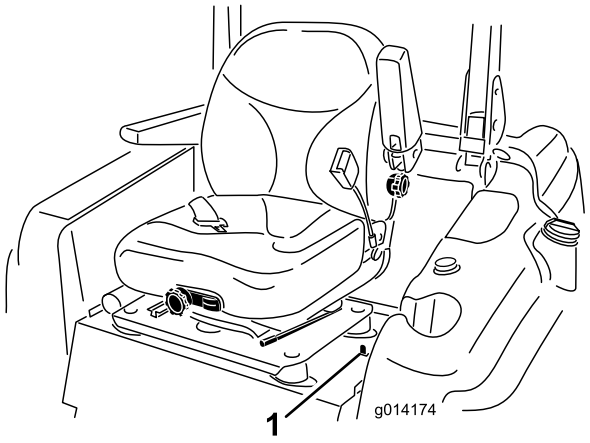

Figura 32
1. Spostate indietro il chiavistello del sedile, posto a sinistra di quest'ultimo, per sbloccare il sedile e tirate in avanti la parte superiore del sedile (Figura 32).